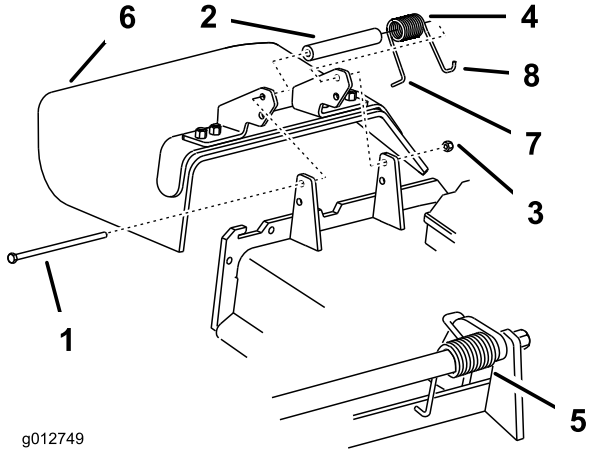

Figur 88
1. Fjern låsemøtrikken, bolten, fjederen og afstandsklodsen, som fastgør græsdeflektoren til akselbeslagene (Figur 88). Fjern den beskadigede eller slidte græsdeflektor.
Bemærk: Sørg for, at fjederens **L**-formede ende sidder bag skjoldets kant, før bolten monteres som vist i Figur 88.
3. Monter bolt og møtrik. Placer fjederens **J**-formede ende omkring græsdeflektoren (Figur 88).